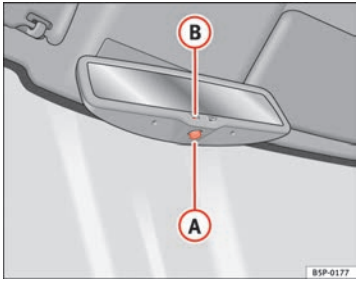

Fig. 63 Automatic anti-dazzle interior mirror.
– Press button (A) ⇒ fig. 63. Indicator lamp (B) goes off. ▶
– Press button (A) ⇒ page 99, fig. 63. Warning lamp is lit.